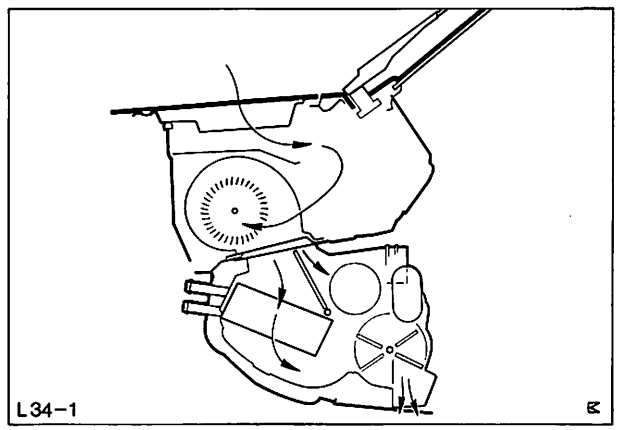

Abb. 1 Standard – Heizung
a) Standard-Heizung (serienmäßig eingebaut), Abb. 1.